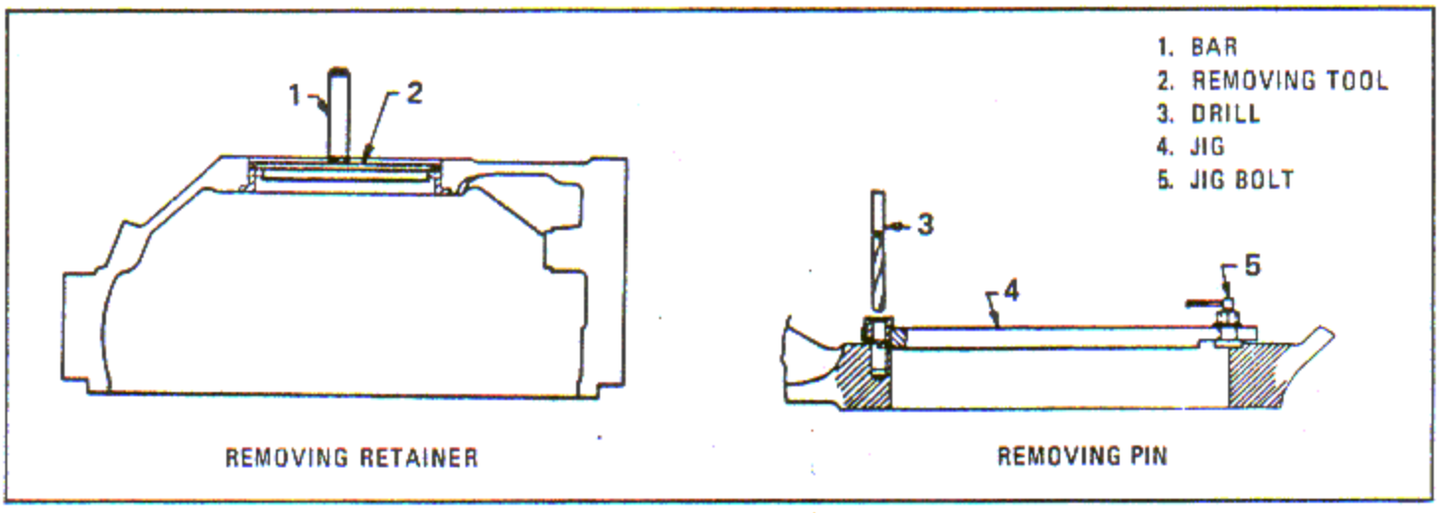

Figure 6-34. Removing Retainer and Dowell Pin
b. Use a 1/2-13 thread bolt as a handle and insert removing tool (2, figure 6-34) in the front section. Drive out the retainer with a bar (1) and hammer. Apply blows, if necessary, near the edges of the tool so that the retainer does not tilt as it is being driven out. See figure 6-34.
6-232. Remove Dowel Pin. Place jig (4, figure 6-34) on the crankcase front section so that the fork of the jig fully engages the dowel pin. Secure the jig in this position by adjusting the jig bolt (5) snugly against the counterbore in the
crankcase. Clamp the bolt tightly. Drill through pin only, using 19/64 inch diameter drill (3, figure 6-34). Pick out remainder of pin.